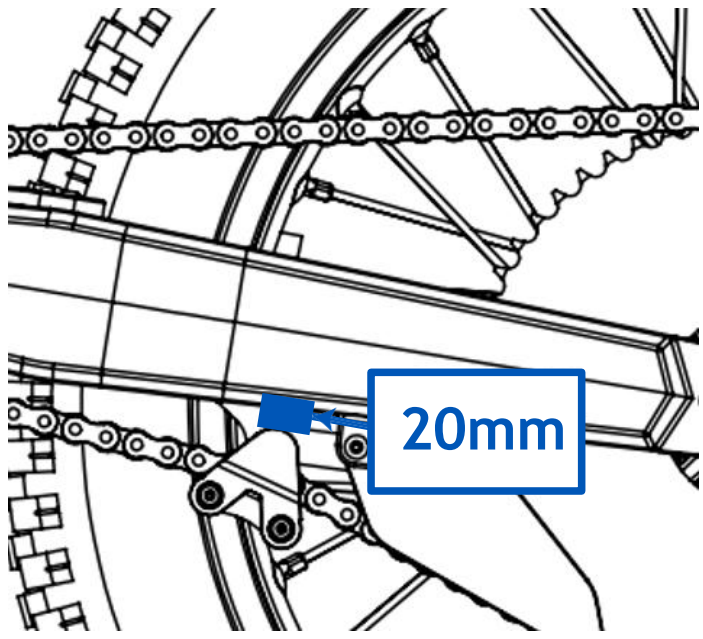

Fig. 16
- Comprobar la holgura de la cadena, de manera que la cadena tenga un juego como el que se indica en este manual, de 20 mm (Fig. 16). Para revisar esto, debe girar la rueda y verificar la holgura varias veces, midiendo siempre desde el mismo punto. La cadena no debe presentar mucho juego ni demasiada rigidez.